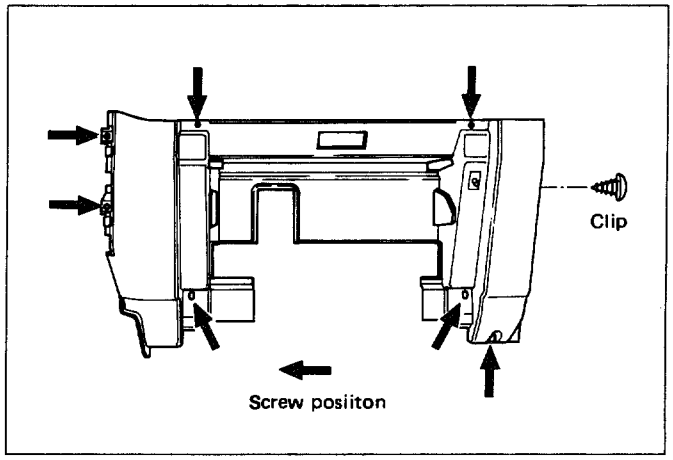

Fig. 10-9
4. **Instrument panel passenger lower cover assembly (Fig.10-9)**